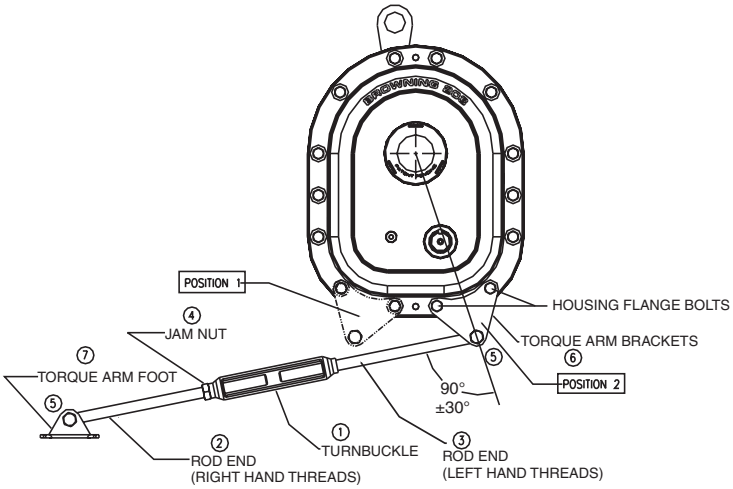

Figure 2-1
2.1.1 The torque arm brackets mount in either Position 1 or Position 2 (shown in Figure 2-1). Remove the housing flange bolts and attach the torque arm brackets to the gearbox. (Do not reinstall flat washers on the bolts).
CAUTION: Mount the torque arm foot in a location such that the torque arm is in tension when the gearbox is operating under load. The torque arm foot in Figure 2-1 is correctly mounted for a clockwise output shaft rotation. A counter-clockwise rotation of the output shaft requires mounting the torque arm foot to the right side of the mounting brackets.
2.1.6 Install the torque arm between the torque arm brackets and the torque arm foot. Tighten the bolts to the recommended torque from Table 2-1. A line through the hollow output shaft and the center of the torque arm bracket must be at an angle of 90° to the centerline of the torque arm within 30 ° (as shown in Figure 2-1).
2.2.1 Install the torque arm at Position 1 as described in -"Standard Mounting" (Figure 2-1). Mount the second torque arm and tighten the turnbuckle by hand until clearance is eliminated from torque arm assemblies. Rotate turnbuckle 2 an additional one-quarter turn tighter and tighten jam nuts on both torque arm 1 and 2.